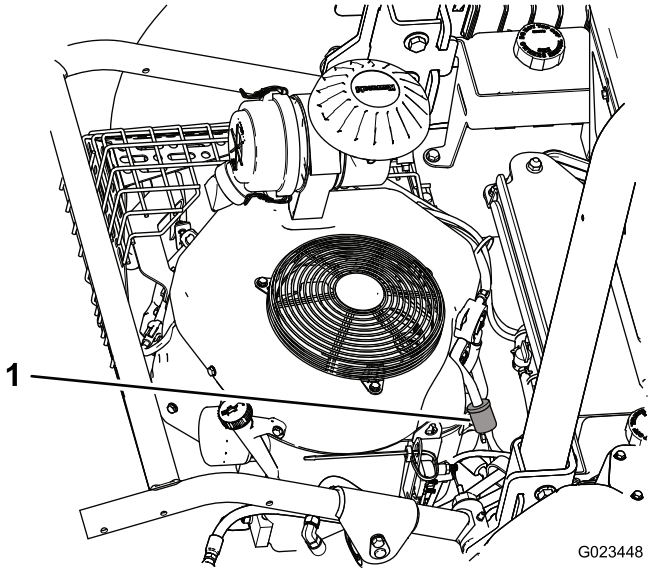
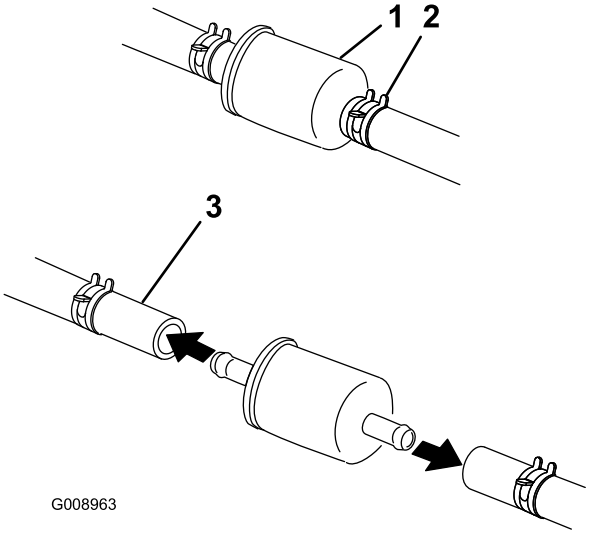

**Figur 48**
**Figur 49**
1. Lossa slangklämman på filtrets förgasarsida och ta bort bränsleeldningen från filtret (Figur 48 och Figur 49).